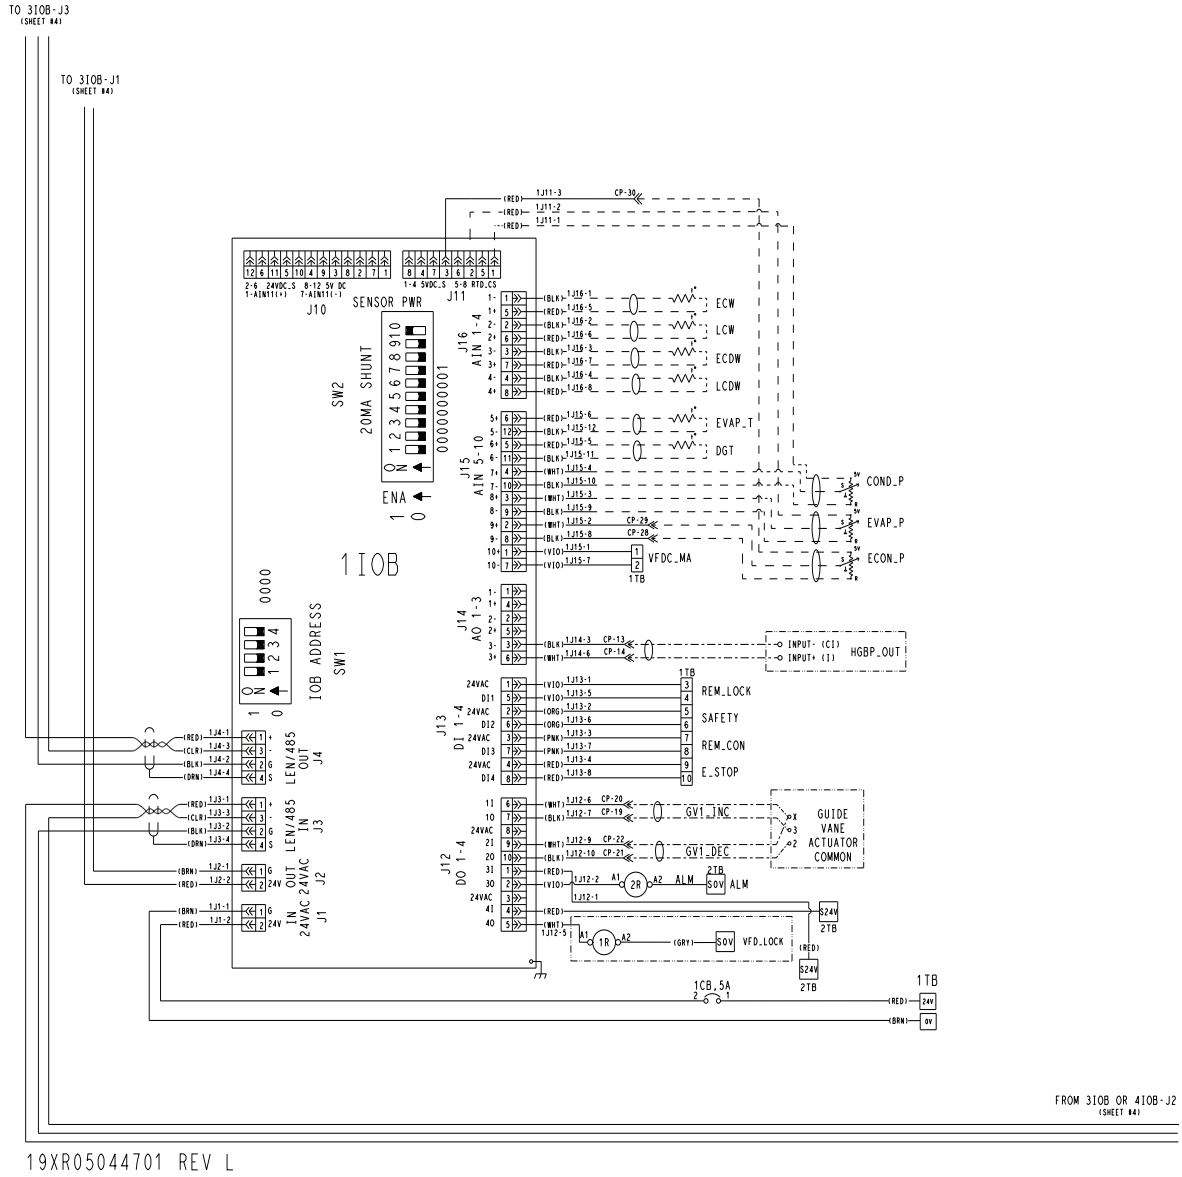

Fig. 4 — 19XR2-E IOB1
a. See Fig. 4 for IOB1 wiring diagram.
b. For pressure readings, only Vout (output) terminal is indicated. See Fig. 4 for Vin (+) and ground (–).